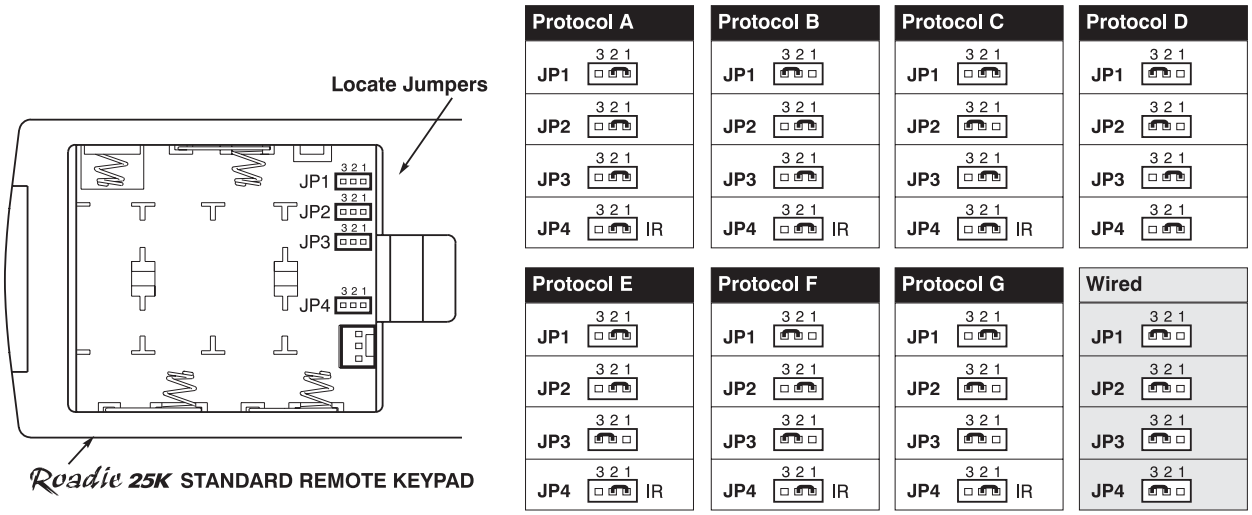

Figure 2.53. Locating and Setting the Jumpers
Set the jumpers to match one of the protocols shown in Figure 2.53. Use tweezers or needle-nose pliers to remove and replace each jumper as necessary.
If desired, you can convert an IR remote keypad into a wired remote keypad and vice versa. Set the jumpers as shown in Figure 2.53, and add or delete the cable and batteries as required. The cable with appropriate connector is supplied with the projection head.
- Set keypad protocol to "wired" jumper setting (refer back to Figure 2.53). Make sure to set jumper #4 between pins 2 and 3 as shown in the last example (shaded).
- Set jumpers according to the desired IR protocol (refer back to Figure 2.53). Make sure to set jumper #4 between pins 1 and 2 as shown for all remote protocols.